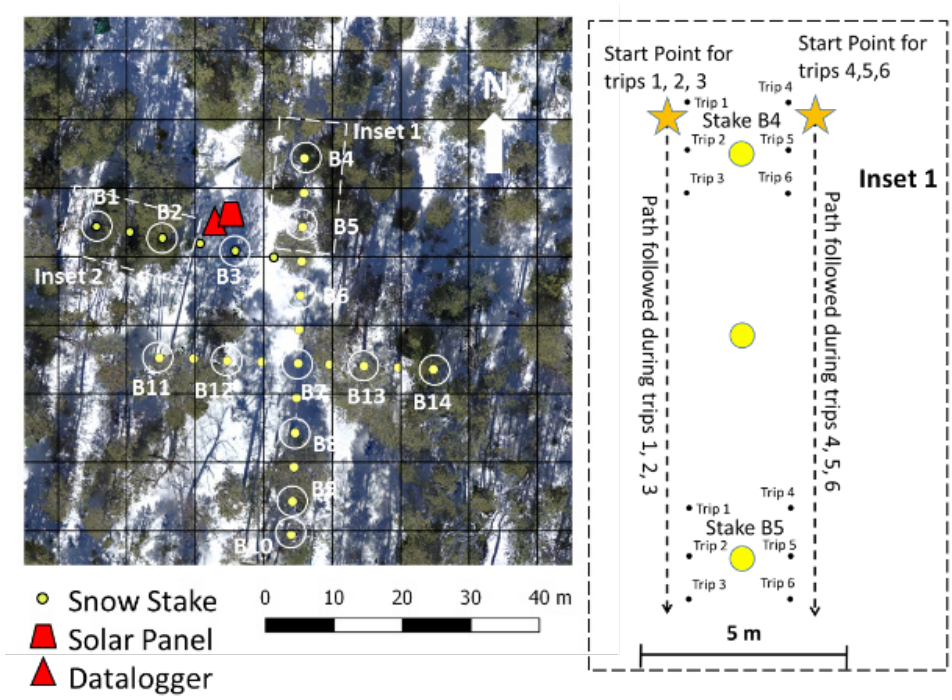
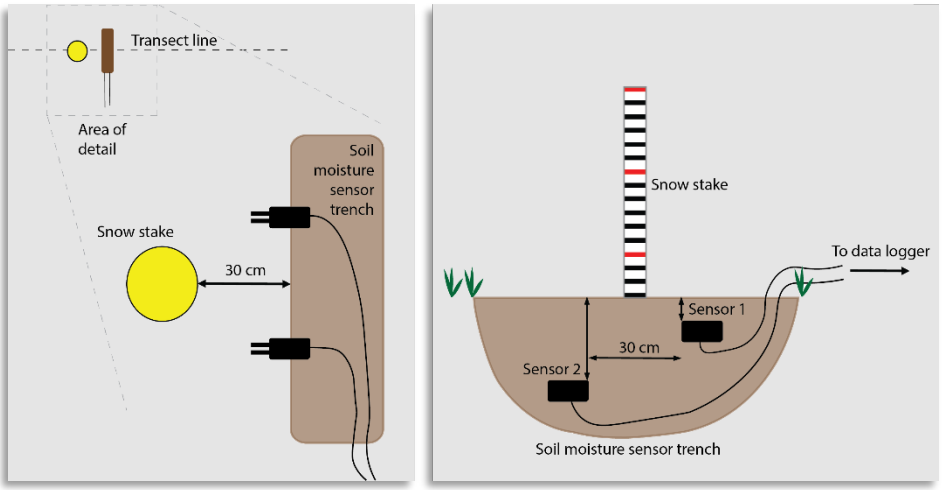

Figure 36. Map of an example snowtography transect survey showing the locations of snow density samples and the sampling protocol. Source: Patrick Broxton.
Figure 45. Plan view (left) and side view (right), respectively, of a soil moisture trench for a set of paired soil moisture sensors. Graphic: Lineke Woelders.
Figure 36 shows an aerial photo with a transect survey superimposed on it, and a plan for snow density sampling in the inset graphic. The circled yellow dots on the aerial photo correspond to the snow stakes where the adjacent snow density will be sampled. Notice that they are separated by a snow stake where density won't be sampled. In this example, the protocol for avoiding previously sampled spots is as follows: On the first trip, sample on the northwest side of each targeted snow stake; on the second trip, sample on the west side of the same set of stakes; and on the third trip, sample on the southwest sides of the same stakes. On the next three trips, sample on the northeast, east, and southeast sides.
Remember that sampling and foot traffic disturb the snow—try to minimize snow disturbance near the snow stakes. Collect snow cores two feet from snow stakes and two feet from prior snow core locations (Figure 36). Also, walk, snowshoe, or ski on the outside, further from the snow stakes than the line of snow sampling cores, to stay at least an arm's length or more from the snow stakes when sampling near them. This also prevents disturbance to the soil in the vicinity of any soil moisture probes that might be located next to snow stakes.
7. Dig sensor trenches about 30 cm away from the snow stakes, along the transect line, because this line is not sampled for density (Figure 36 and Figure 45).
12. For both single and paired sensors, after inserting the sensors in the trench walls, run the sensor cables along the trench bottom (15 cm deeper than the lowest sensor) and back up along the side of the trench opposite the sensors (Figure 45).
13. From the pit, run the conduit-covered cables along the ground surface to the data logger (Figure 45).